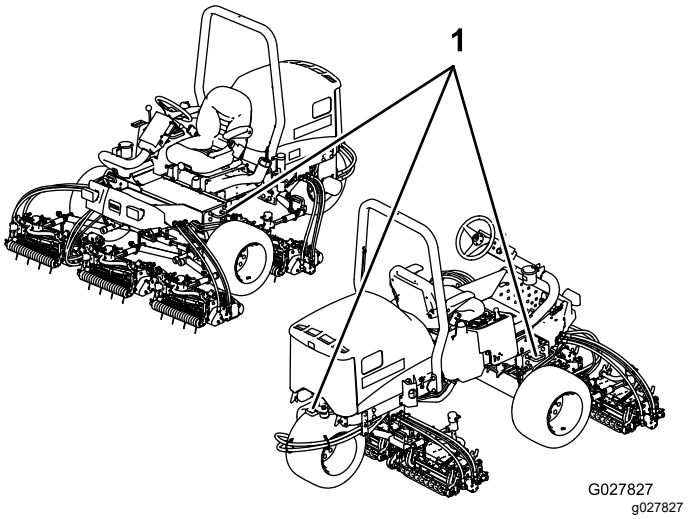

**Figur 39**
5. Bruk metallbindeløkkene på maskinen for å feste maskinen sikkert til tilhengeren eller lastebilen med remmer, kjettinger, vaier eller tau (Figur 39).